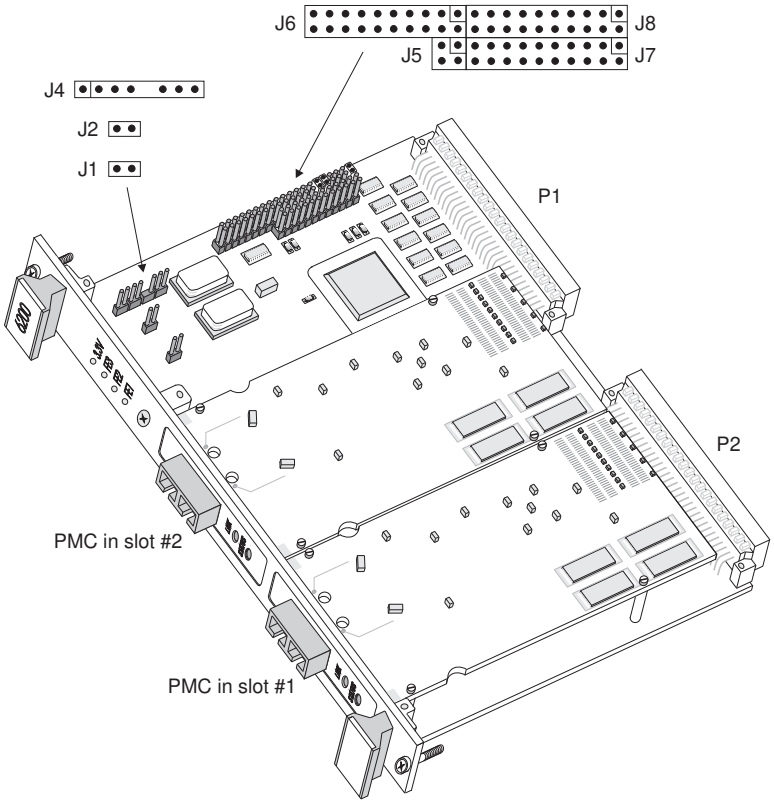

Figure 2-1. 6275 Motherboard Jumper Pins
Before installing the 6275, set onboard jumpers so the adapter is properly configured for operation in your system. Figure 2-1 shows the location of the jumpers:
- **In jumper blocks J5 through J8, pin 2 is directly underneath pin 1 (see Figure 2-1 on page 9).**